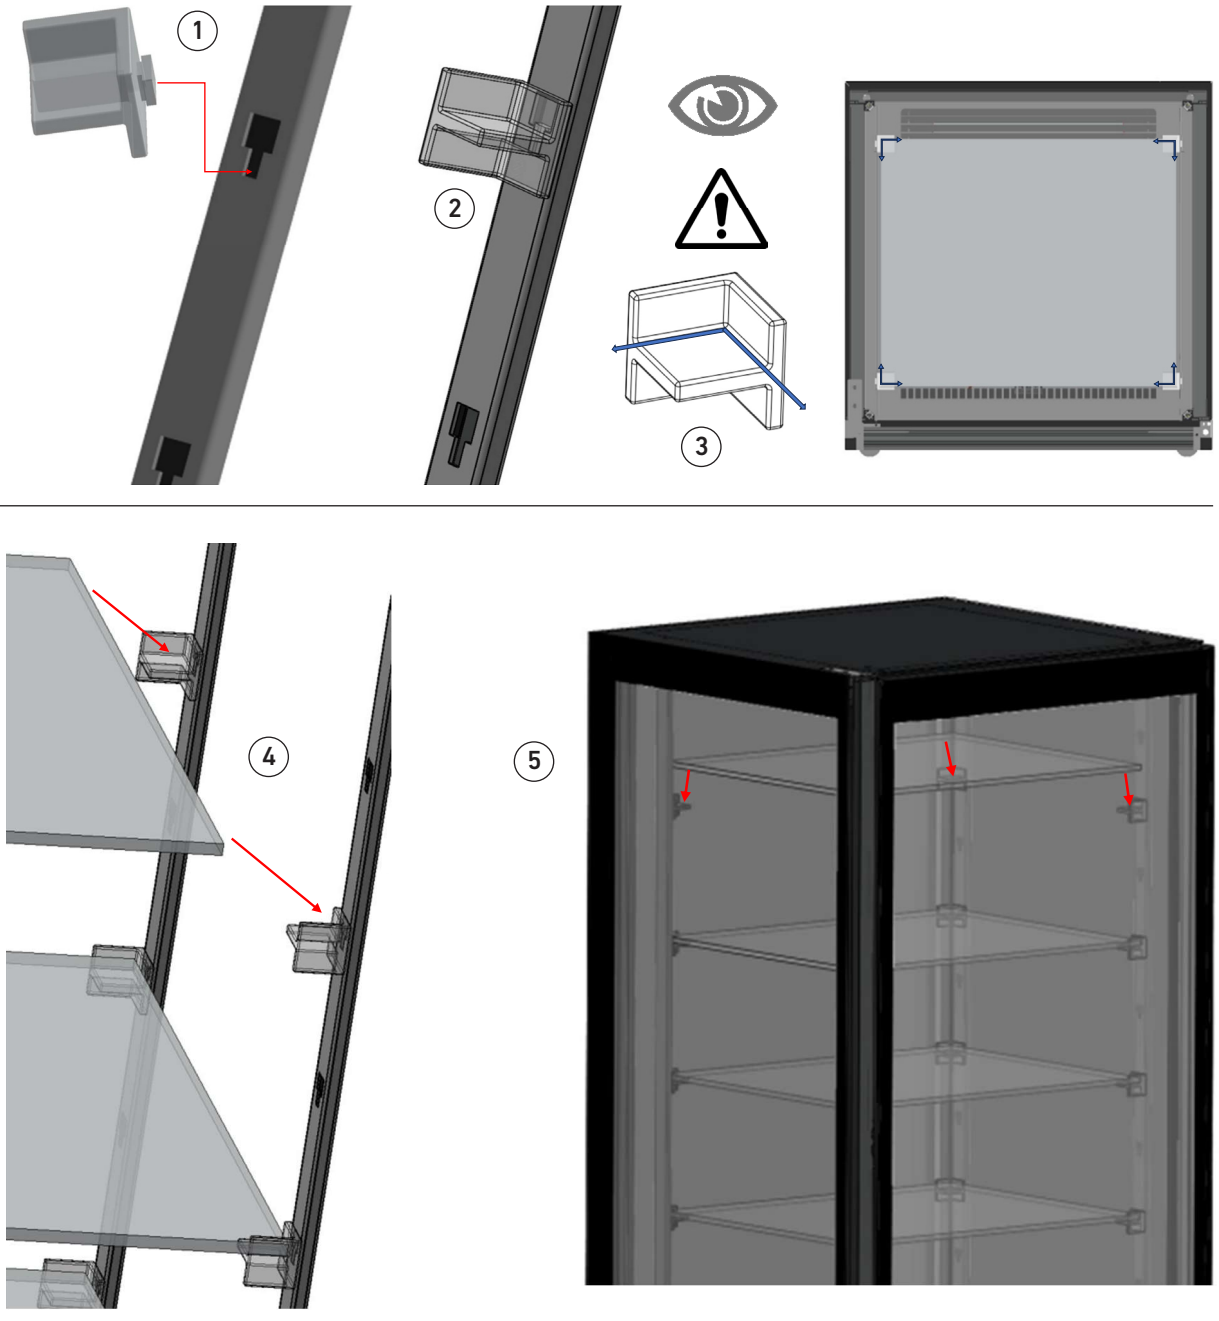

fig. 14
- Insérer et fixer les supports dans les fentes appropriées des montants (fig. 14 détail 1-2).
- Vérifier que les 4 supports soient orientés de manière à recevoir l'étagère dans les 4 angles, une fois en place (fig. 14 détail 3-4).
- Positionner toutes les étagères aux hauteurs souhaitées (fig. 14 détail 5).